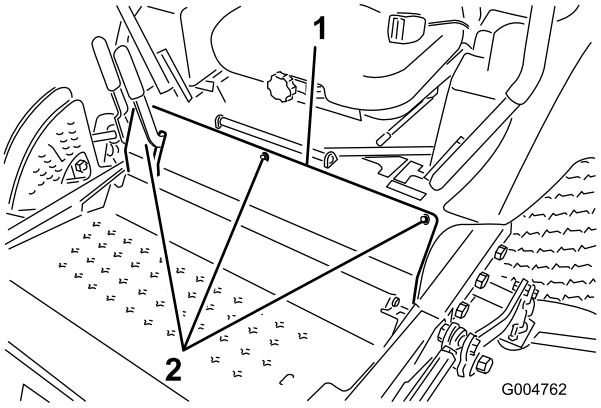

Figuur 60
3. Draai de bouten los waarmee het voorpaneel vastzit, en verwijder het paneel (Figuur 60).